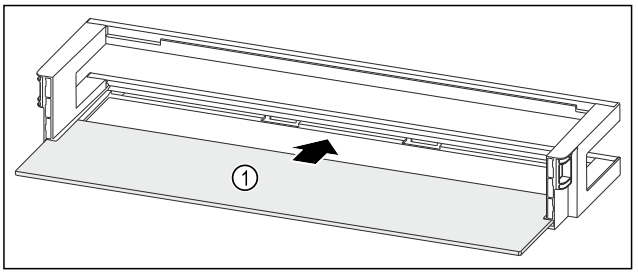

*Fig. 230 Raft montat pe ușă cu raft*
▶ Împingeți în interior raftul *Fig. 230 (1)* în degajările laterale.